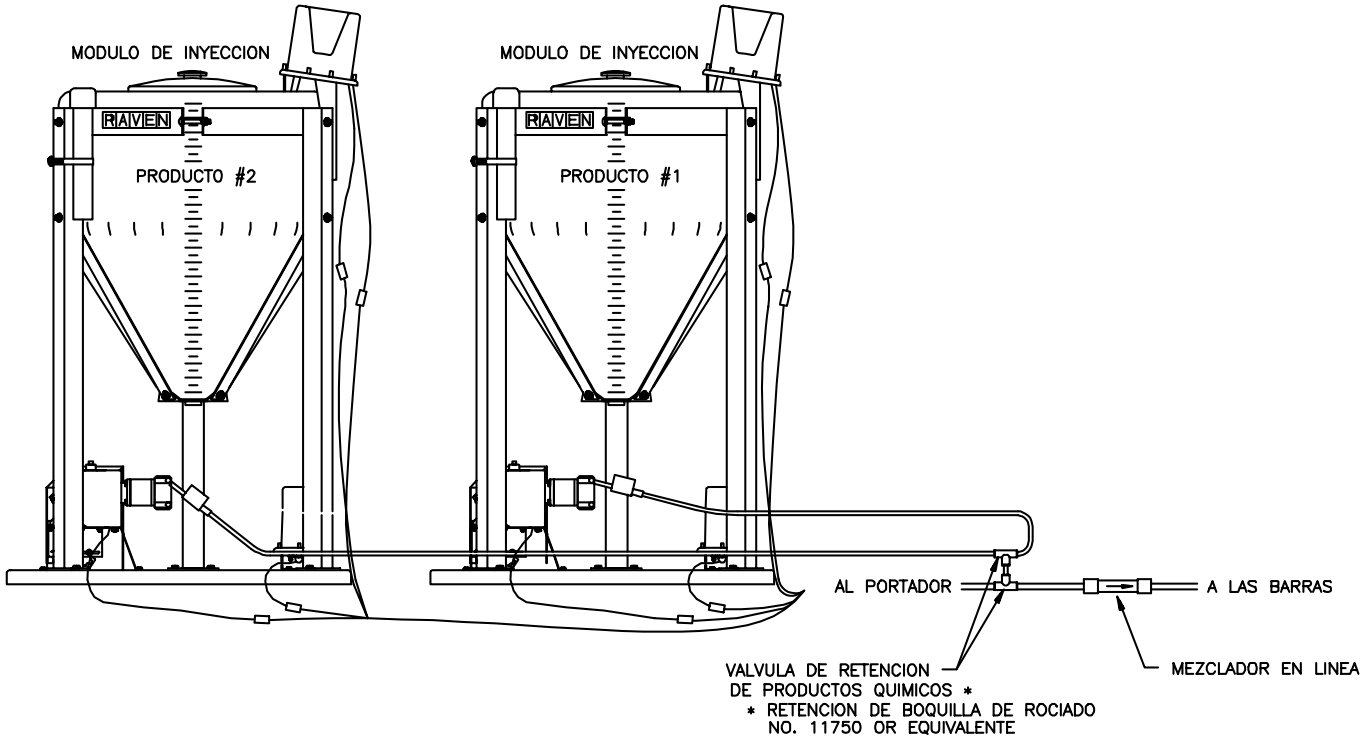

FIGURA 22
3) Instale las tuberías del módulo de inyección a las válvulas de retención de producto (Vea la figura 22). Use tubería de 3/8 de pulgada (10 mm) en módulos de bajo volumen y tubería de 1/2 pulgada (13 mm) en módulos de alto volumen. Las válvulas de retención de producto y la tubería se compran por separado.